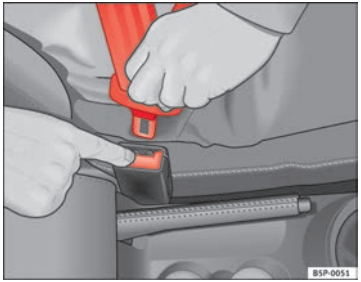

Fig. 15 Remove latch plate from buckle
– Press the red button on the belt buckle ⇒Fig. 15. The latch plate is released and springs out ⇒⚠.